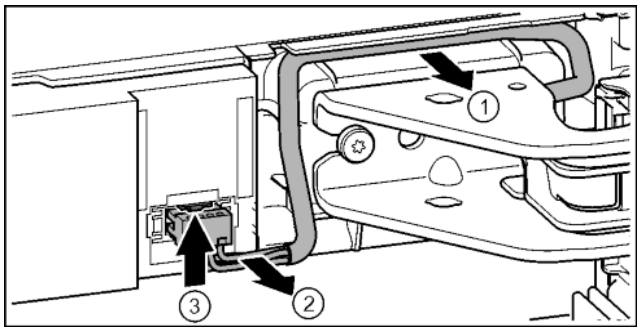

Fig. 21
- ▶ Carefully remove the cable over the bearing bracket from the guide. *Fig. 21 (1)*
- ▶ Carefully pull the cable strands out of the channel. *Fig. 21 (2)*
- ▶ Press the tab upwards and carefully remove the plug. *Fig. 21 (3)*